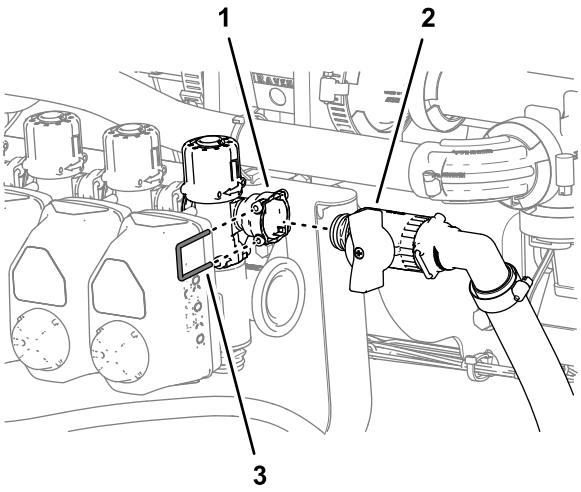

Figur 114
1. Monter omløbsafbryderventilens lynfrakoblingsfitting med omløbsventilens lynfrakoblingsfitting (sokkel) (Figur 114).
2. Fastgør omløbsafbryderventilens lynfrakoblingsfittings samt omløbsventilen med den holder (Figur 114), du fjernede i trin 3 i Placering af omløbsventilerne – Maskiner med det valgfri håndholdte pistolsæt eller det valgfri elektriske slangetromlesæt (side 47).